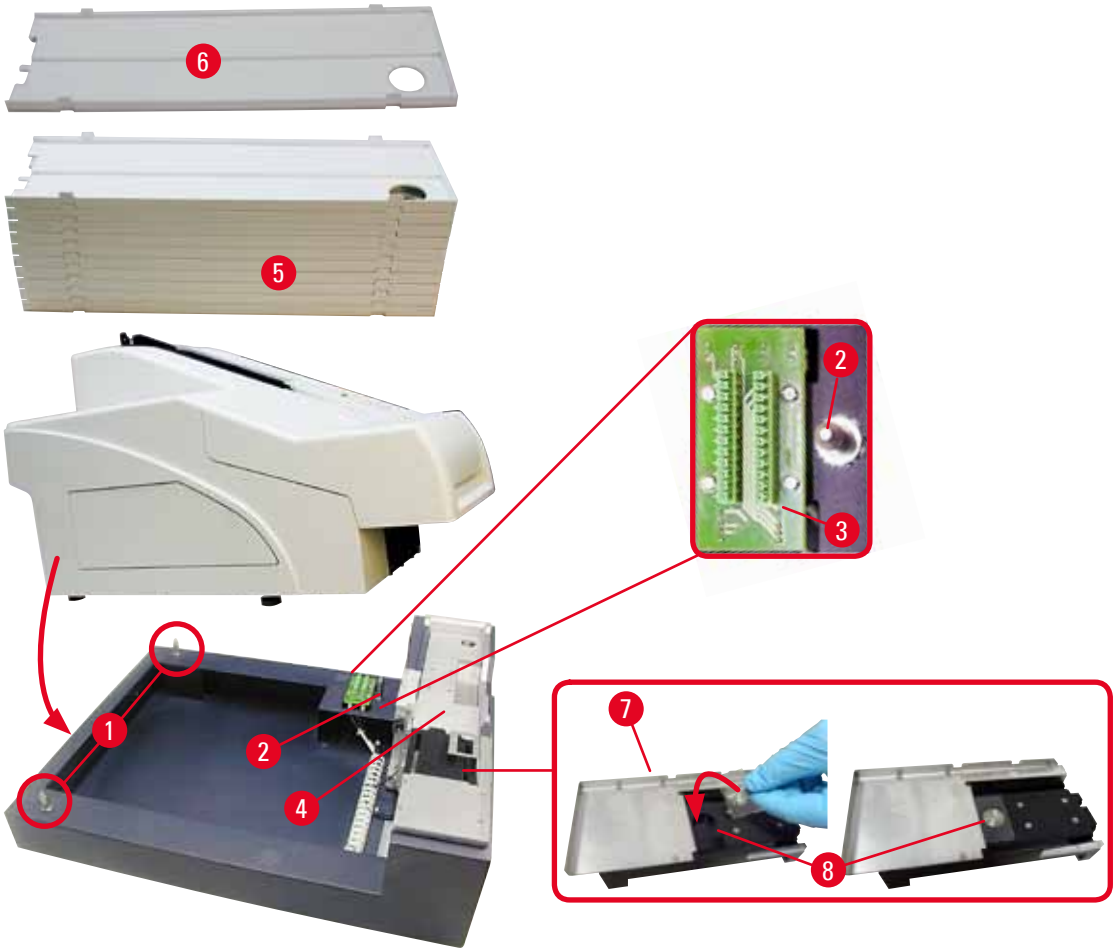

Abb. 12
4. Den Drucker seitlich (rechts und links) fassen und wie in (→ "Abb. 12-1") dargestellt so aufsetzen, dass die zwei Bolzen an der Rückseite (→ "Abb. 12") in die Bodenplatte passen.